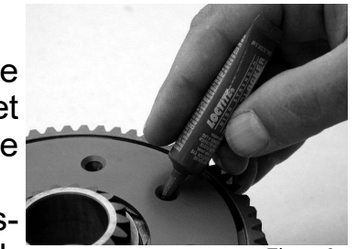

Figure 6
- Apply Red Loctite* generously to the cleaned screws and to the threads on the basket (Figure 6 and 7)